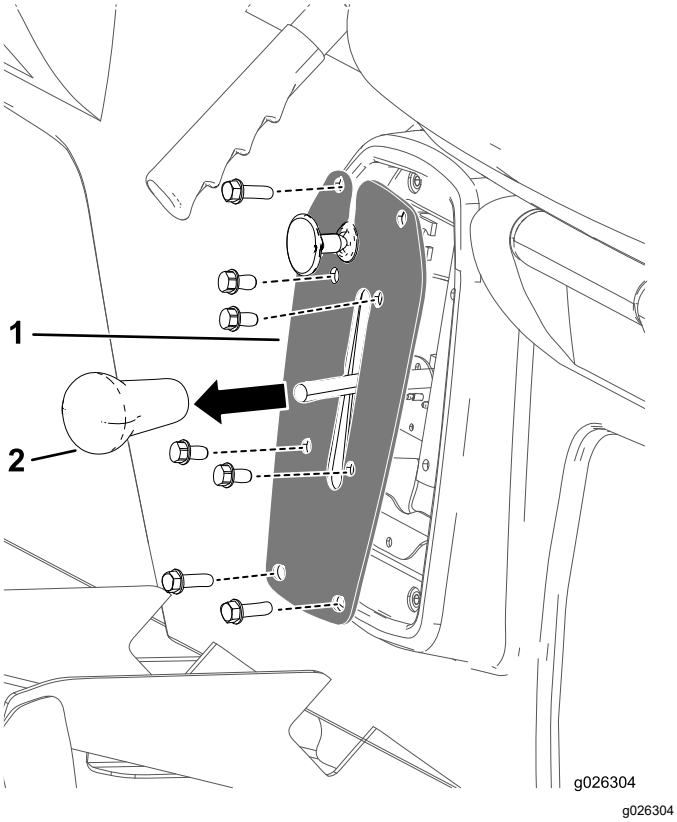

Figuur 40
1. Verwijder de knop van de schakelhendel (Figuur 40).
2. Verwijder de 4 bouten waarmee de schakelhendelplaat is bevestigd aan de schakelbeugel (Figuur 40).
3. Verwijder de 4 bouten waarmee de schakelhendelplaat is bevestigd aan de stoelbasis en verwijder de schakelhendelplaat (Figuur 40).
4. Schroef de knop van de schakelhendel handmatig vast (Figuur 40).